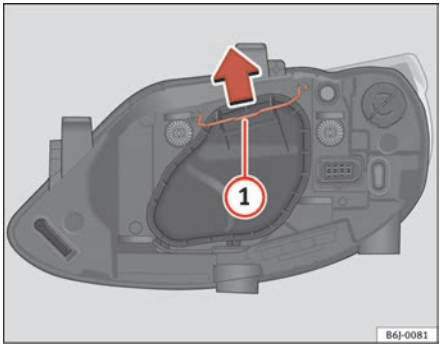

Fig. 139 Dipped beam / main beam, single light
– Remove the loop ⇒ page 214, fig. 139 (1) in the direction of the arrow and remove the cover.